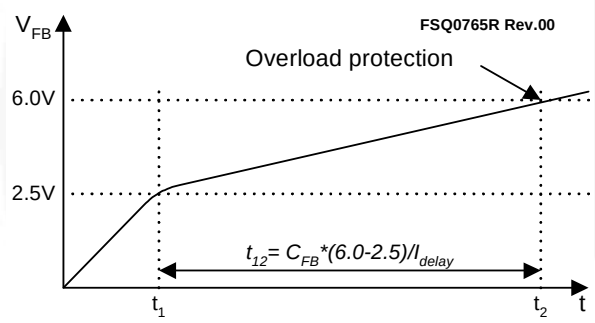

Figure 29. Overload Protection
4.1 Overload Protection (OLP): Overload is defined as the load current exceeding its normal level due to an unexpected abnormal event. In this situation, the protection circuit should trigger to protect the SMPS. However, even when the SMPS is in the normal operation, the overload protection circuit can be triggered during the load transition. To avoid this undesired operation, the overload protection circuit is designed to trigger only after a specified time to determine whether it is a transient situation or a true overload situation. Because of the pulse-by-pulse current limit capability, the maximum peak current through the SenseFET is limited, and therefore the maximum input power is restricted with a given input voltage. If the output consumes more than this maximum power, the output voltage (V_O) decreases below the set voltage. This reduces the current through the opto-coupler LED, which also reduces the opto-coupler transistor current, thus increasing the feedback voltage (V_{FB}). If V_{FB} exceeds 2.5V, D1 is blocked and the 5µA current source starts to charge CB slowly up to V_{CC}. In this condition, V_{FB} continues increasing until it reaches 6V, when the switching operation is terminated, as shown in Figure 29. The delay time for shutdown is the time required to charge C_{FB} from 2.5V to 6V with 5µA. A 20 ~ 50ms delay time is typical for most applications.